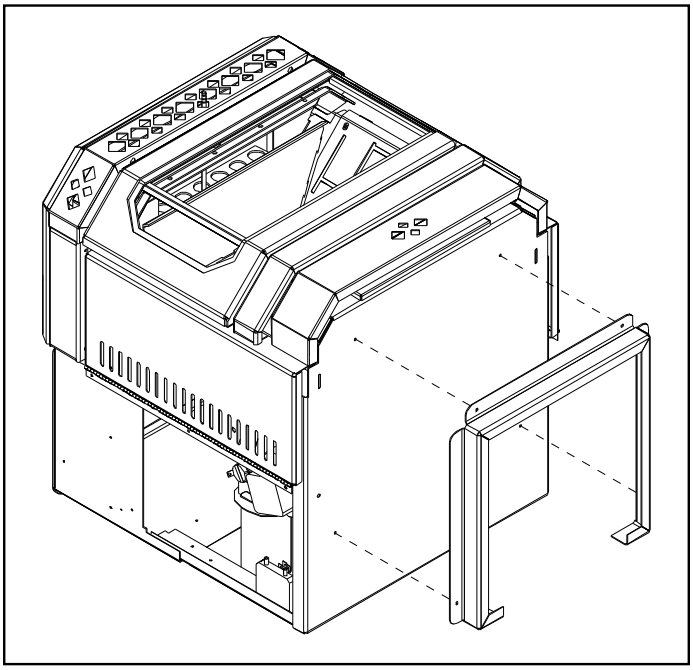

**Figure 12: Installing pedestal onto unit.**
4. Back the four (4) 5/16" hex head screws in the base off three (3) to four (4) full turns.
5. Secure the pedestal to the unit by tightening the four (4) 5/16" hex head screws around the outside of the pedestal (see Figure 12).